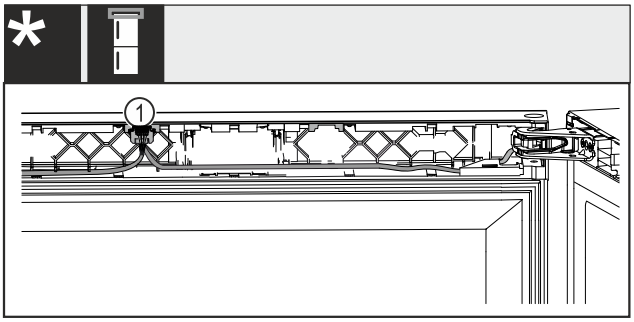

*Fig. 64 Kombinovaná chladnička na víno s mrazničkou**
▶ Zástrčku *Fig. 64 (1)* zaklapněte do vedení.*